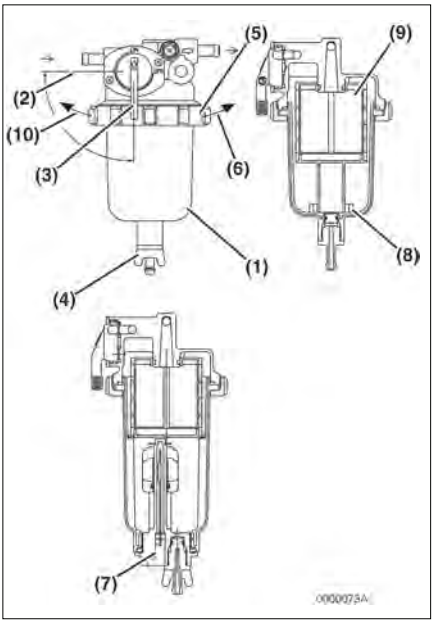

Figure5-16
1. Position an approved container under the cup **(Figure5-16, (1))** of the fuel filter/water separator to collect the contaminants.
2. Close **(Figure5-16, (2))** the fuel cock **(Figure5-16, (3)).**
3. Loosen the drain cock **(Figure5-16, (4))** and drain the contaminants. See Drain Fuel Filter/Water Separator.
4. Turn the retaining ring **(Figure5-16, (5))** to the left **(Figure5-16, (10))** and remove the cup **(Figure5-16, (6)).** If equipped, disconnect the sensor wire **(Figure5-16, (7))** from the cup before removing the cup.
6. Remove the float ring **(Figure5-16, (8))** from the cup. Pour the contaminants into the container and dispose of it properly.
7. Clean the element **(Figure5-16, (9))** and inside cup. Replace the element if it is damaged.
11. Install the cup to the bracket by tightening the retaining ring to the right **(Figure5-16, (6))** to a torque of 11-15 ft•lb (15-20 N•m; 1.5-2.0kgf•m).
13. Open the fuel cock **(Figure5-16, (3)).**